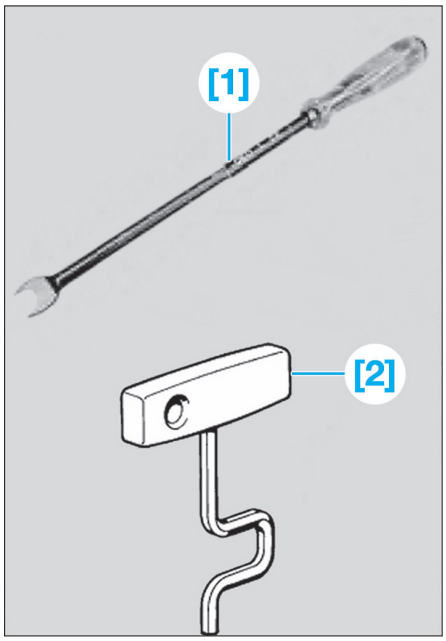

Fig. 21
- [1]. Levier pour verrouiller le mécanisme de rattrapage sur le levier de frein à main (réf. BMW 32 1 030) **(Fig.21)**.